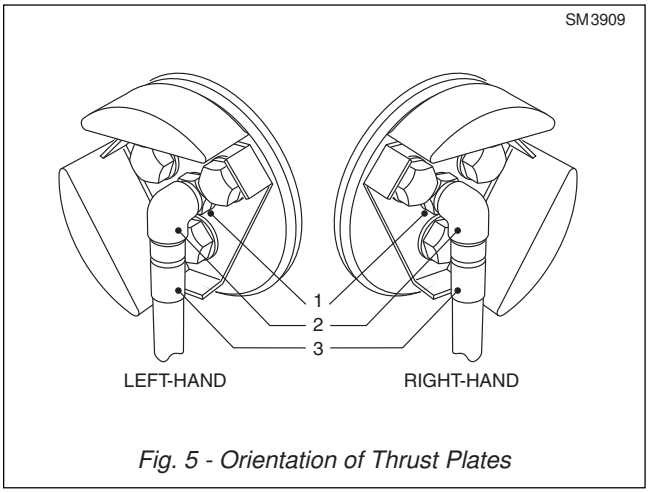

Fig. 5 - Orientation of Thrust Plates
5. Fit a thrust plate (10) to each stub shaft (5), orientated as shown on Figure 5, securing them with the locking plates (25), bolts (11) and washers (12). Ensure that the thrust plates (10) are secured to the stub shafts (5) and NOT to the side arms (1 and 2 respectively). If a thrust plate (10) is impinging on a side arm, undo the bolts (11), remove the bolts (11),
6. Refer to Figure 5. Fit the two grease lubrication hoses (3) complete with elbows (2) and adapters (1) to the stub shafts (5, Figure 3). Fit the couplings and grease nipples (17, Figure 3) to the bottom of the hoses (3).